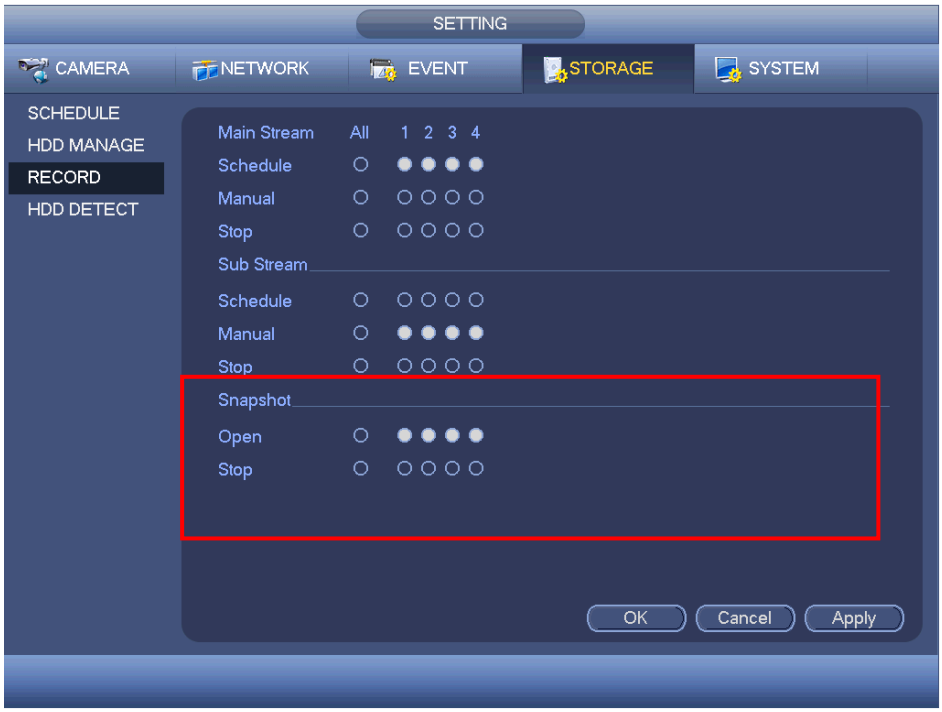

Figure 4-148
- On the preview interface, right click mouse and then select Manual->Record, or in the main menu, from Setting->Storage->Record, check the box to enable snapshot function of corresponding channels. See Figure 4-148.